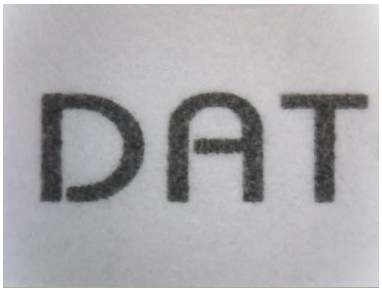

Fig 3-18 Video image with no flip
- No Flip “ ” ：image direction flipping, by means does not make any direction flipping shown in Fig 3-18.